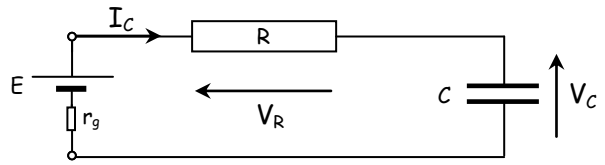

figure : 3
*Première demi-période (régime transitoire - figure 3)* :